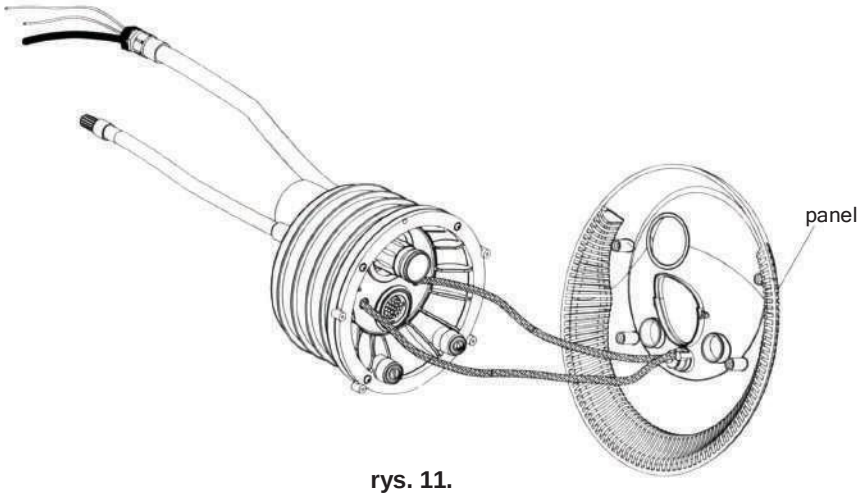

rys. 11.
3) Podłącz rurki wychodzące z obudowy do zaworu regulacji powietrza. (Rys. 11). (Nie obracaj do góry nogami).